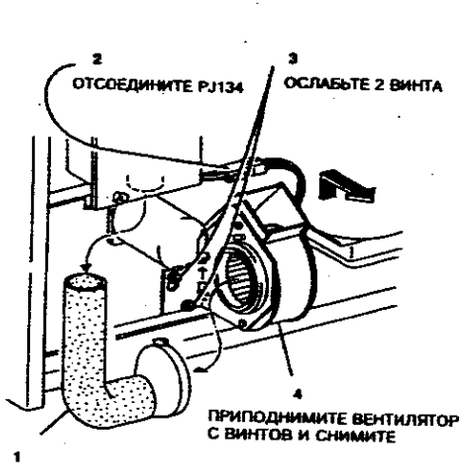

**Рисунок 1. Снятие вентилятора**
2. (Рисунок 1) Снимите вентилятор отсоса воздуха из зоны проявления.